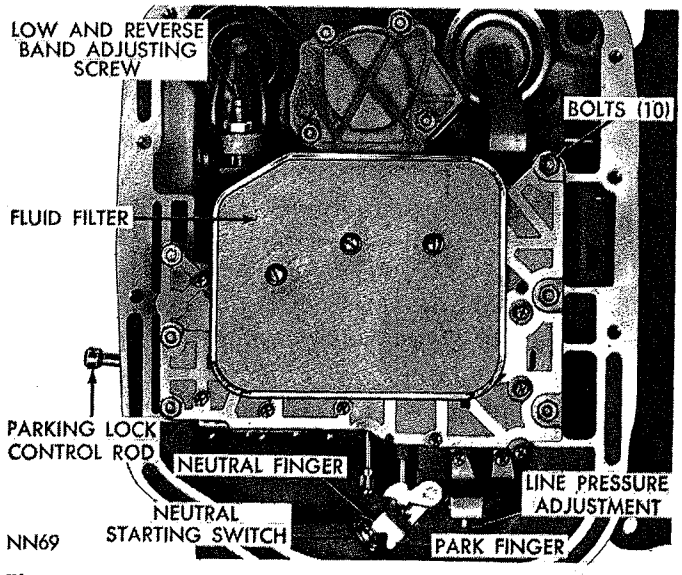

*Fig. 26—Bottom View of Transmission (Pan Removed)*
(1) Raise vehicle, drain transmission fluid and remove the oil pan.
(2) Loosen adjusting screw lock nut and back off nut approximately five turns (Fig. 26). Test adjusting screw for free turning in the lever.
(3) Using wrench, Tool C-3380 with adapter C-3705, tighten band adjusting screw 47 to 50 inch-pounds. If adapter C-3705 is not used, tighten adjusting screw to 72 inch-pounds which is the true torque.
(5) Reinstall oil pan using a new gasket. Tighten oil pan bolts to 150 inch-pounds.
(6) Fill transmission with Automatic Transmission Fluid AQ-ATF, Suffix "A." Refer to Page 47.